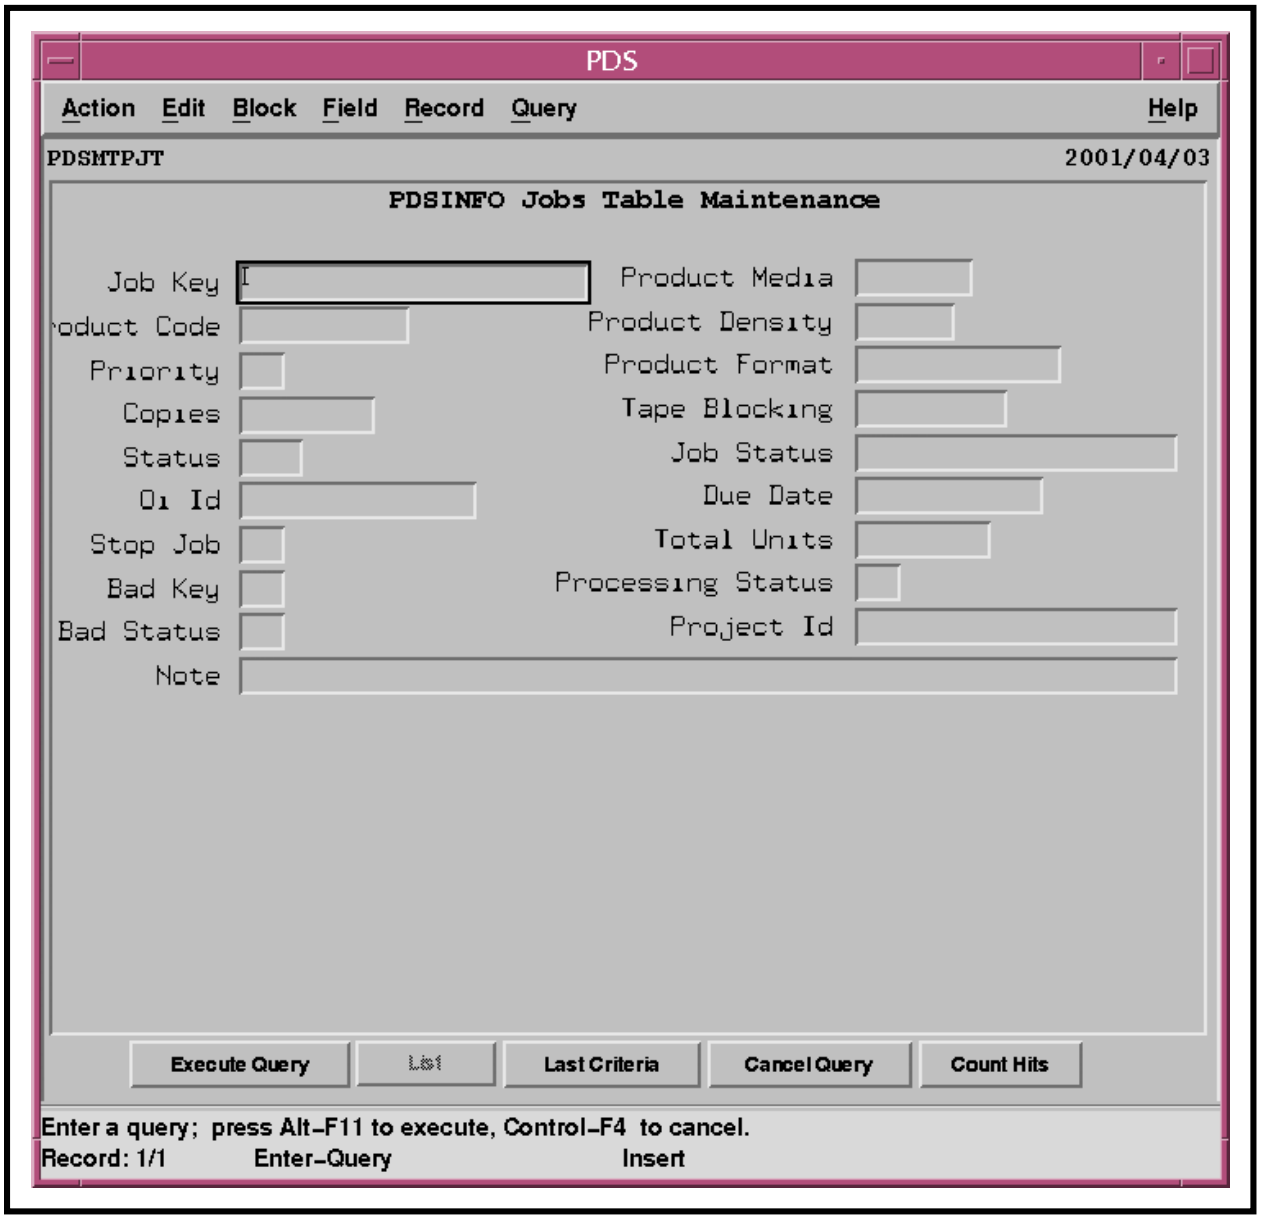

Figure 111. PDSINFO Jobs Table
- The **PDSINFO Jobs Table Maintenance Form (PDSMTPJT)** or **PDSINFO Jobs Table** (Figure 111) is displayed.